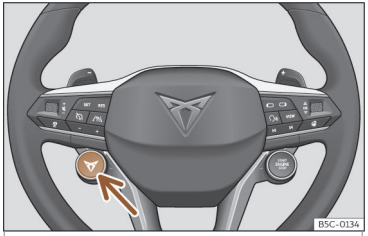

Fig. 159 Volante multifunzione: tasto per modificare il profilo di guida.
- **OPPURE:** premere nuovamente il tasto CUPRA, a sinistra del volante>>> fig. 159 , per modificare il profilo di guida. Premere a lungo il tasto CUPRA per accedere direttamente al profilo **Cupra**. Premere nuovamente a lungo per tornare al profilo precedente.